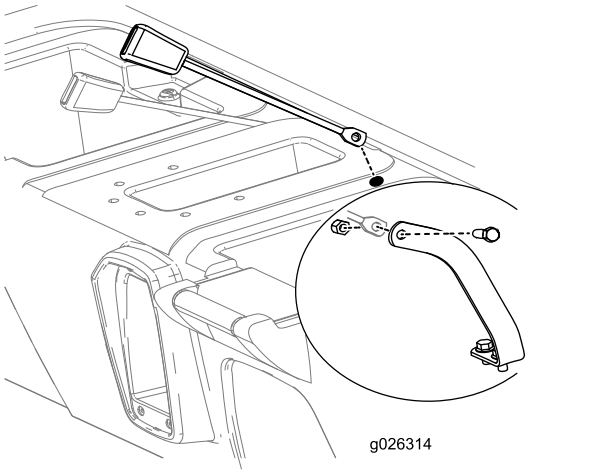

Bild 11
7. Stecken Sie die Aufnahme jeder Sicherheitsgurtsperre in eines der gerade in das Sitzunterteil gebohrten Löcher (Bild 11).
8. Heben Sie die Rückseite des Sitzunterteils an, um Zugang zu erhalten, und befestigen Sie die Aufnahme jedes Sicherheitsgurts mit einer Schraube (7/16") und Sicherungsmutter (7/16") an jedem Sicherheitsgurtanker, wie in Bild 11 abgebildet.